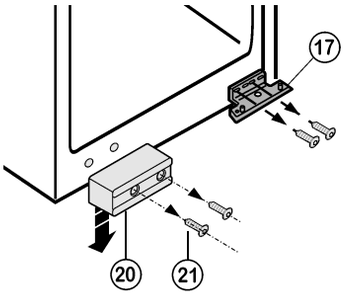

*Fig. 13*
- Transportbeveiliging deur *Fig. 13 (20)* demonteren.
- Onderste lagerbus *Fig. 13 (17)* afschroeven.
- Onderste lagerbus *Fig. 13 (17)* aan de andere kant door het derde en zesde langsgat van buiten **goed (met 4 Nm)** vastschroeven.
- Transportbeveiliging deur *Fig. 13 (20)* op de andere kant vastschroeven.